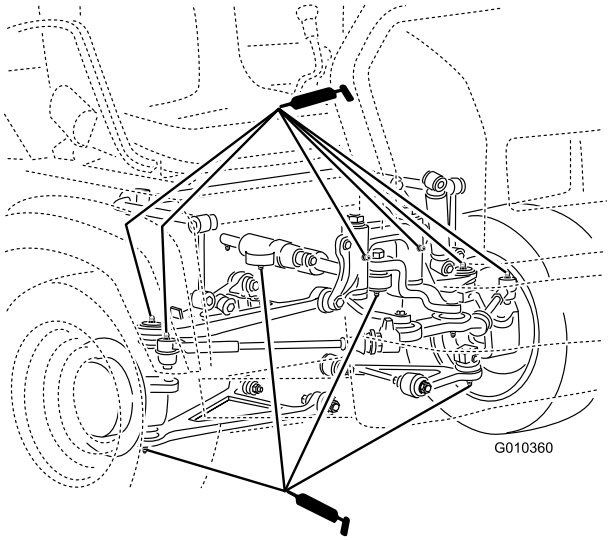

Figur 36
- Kuleledd (4), parallellstag (2), monteringsknekter (2) og styresylinder (2) (Figur 36)